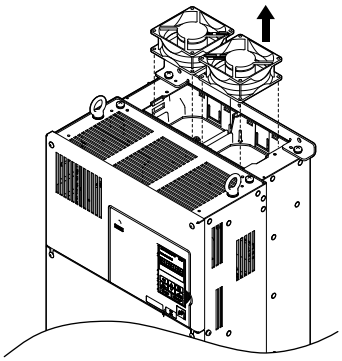

Figure 7.16 Remove the Cooling Fan: 4A0088 and 4A0103
2. Lift up directly on the cooling fan as shown in ***Figure 7.16***. Unplug the relay connector and release the fan from the drive.